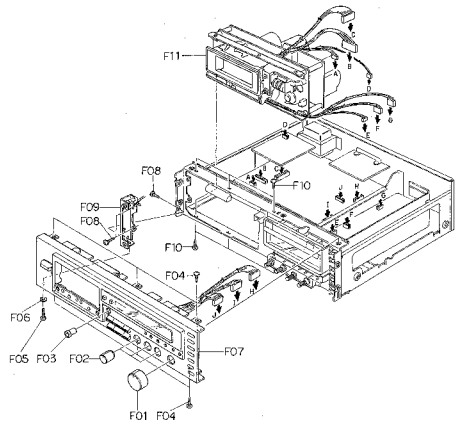

Fig. 2.2
Refer to Fig. 2.2.
(1) Refer to Fig. 2.2. Remove Front Panel Ass'y referring to item 2.5.
(2) Remove F01, then disassemble F02 (Level Meter Holder) and F03 (Level Meter).
(2) Remove one connector and the wires connected by wrapping.
(3) Remove F04, then disassemble F05 (Auto Azimuth P.C.B. Ass'y).
(2) Remove 7 connectors and the wires connected by wrapping from F07 (Logic P.C.B. Ass'y).
(3) Remove F06, then disassemble F07 (Logic P.C.B. Ass'y).
(2) Pull out F08 (Function Switch Knob Ass'y).
(3) Remove the Flat Cables, connector and wires connected by wrapping from F11 (Switch P.C.B. Ass'y).
(4) Remove F09 and F10, then disassemble F11 (Switch P.C.B. Ass'y).
(2) Remove F16, then disassemble F17 (Calibration Case Ass'y).
(3) Remove F18, then disassemble F19 (Record Cal. P.C.B. Ass'y).
(2) Remove F20, then disassemble F21 (Power Switch Knob).
(3) Remove F22, then disassemble F23 (Power Switch Holder Ass'y).
(4) Remove F24, then disassemble F25 (Power Switch).
(2) Remove F26, then disassemble F27 (Insulator) and F28 (Lamp P.C.B. B Ass'y).
(3) Remove F29 (Lamp P.C.B. C Ass'y) by releasing the self-interlocking pin of the Reflector.
(2) Remove F01, F02, F03 and F04, then disassemble F05 (Control Button Ass'y).
(3) Remove F06, then disassemble F07 (Control Switch P.C.B. Ass'y).
(2) Remove F08, then disassemble F09 (RAMM P.C.B. Ass'y) and F10 (LED Filter).
(1) Refer to Fig. 2.2. Remove Mechanism Ass'y referring to item 2.7.
(2) Press the Eject Button to open the Cassette Case Ass'y.
(3) Remove F01 and F02, then disassemble F03 (Cassette Case Holder L Ass'y) by releasing the self-interlocking pin of the Damper Lock Arm and F04 (Cassette Case Ass'y).
(4) Remove F05, then disassemble F06 (Cover Plate Ass'y).
(2) Remove F07, then disassemble F08 (Tape Counter Ass'y).
(3) Remove F09, then disassemble F10 (Pitch Control Holder Ass'y).
(4) Remove F11, then disassemble F12 (Memory Switch).
(5) Remove F13, then disassemble F14 (Pitch Control Volume).
(2) Remove F01 and F02, then disassemble F03 (Flywheel Holder Ass'y) and F08 (Capstan Belt).
(3) Remove F04, then disassemble F05 (Capstan Motor Ass'y).